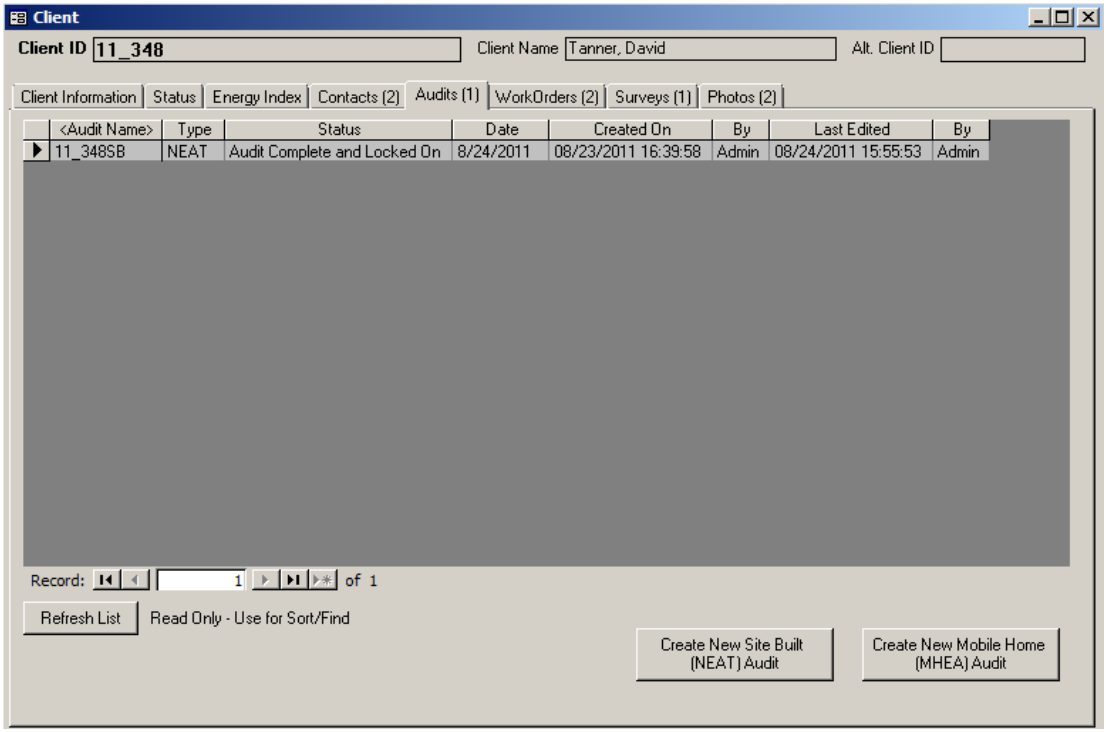

Figure 7.5. The Audits form under the Main Menu's "Clients" button. Columns not displayed in this figure include the ClientID and numerical JobID.
The Audits form (see Figure 7.5) under the Main Menu's "Clients" button shows all the audit records associated with the current client in a navigation data sheet view. This form is similar to the Audits form found under the Main Menu's "Agency" button as discussed in Section 6.6, *Audits (Agency)*. The form is used
- **ClientID (not shown)** – The Client ID associated with each audit is also available on this form but not normally displayed since the same information is available immediately above the form (see Figure 7.5).